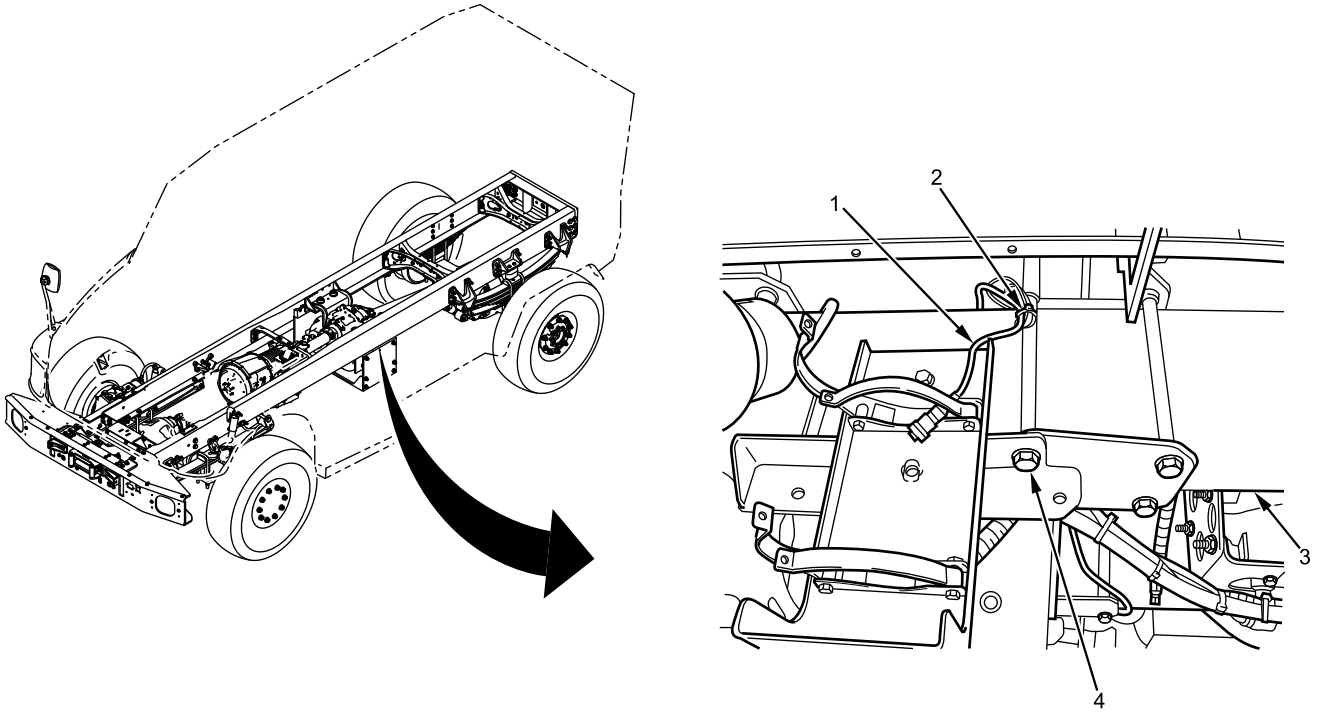

Figure 1. Cabin Mounting Bolt.
1. Remove cable lock strap (Figure 1, Item 2) securing Fire Suppression System (FSS) harness (Figure 1, Item 1) to cabin mounting bolt (Figure 1, Item 4).
3. With crewmember assistance, remove cabin mounting bolt (Figure 1, Item 4), two nuts, and three flat washers from inboard frame rail (Figure 1, Item 3).